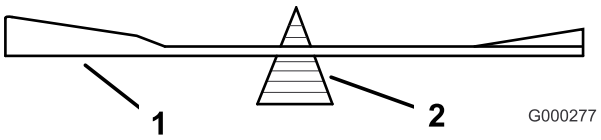

Figuur 74
2. Controleer de balans van het mes met een mesbalans (Figuur 74). Als het mes horizontaal blijft, is het in balans en geschikt voor gebruik. Als het mes niet in balans is, moet u wat metaal afvijlen van het uiteinde van de vleugel. Herhaal dit indien nodig totdat het mes in balans is.